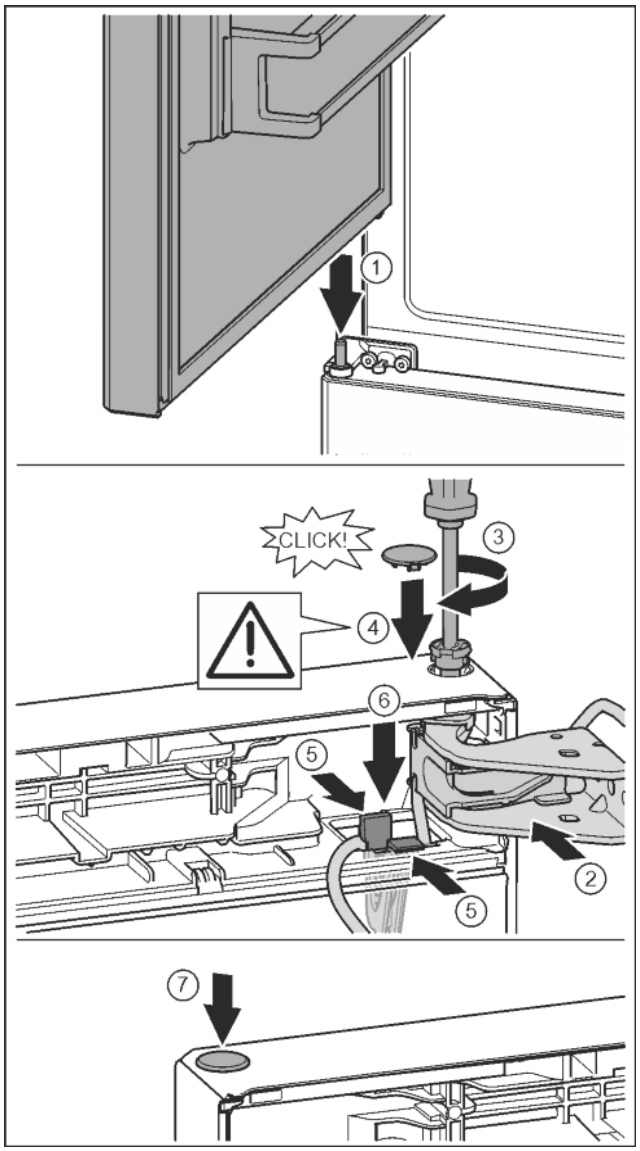

*Fig. 34*
▶ Place the upper door on the middle mounting bolt *Fig. 34 (1)*
▶ Align top of door with aperture in mounting block. *Fig. 34 (2)*
▶ Insert the bolt and tighten with a T15 screwdriver. *Fig. 34 (3)*
▶ Fit protective cover to protect the door: Install the protective cover and check that it is attached to the door. If not, insert the bolt fully. *Fig. 34 (4)*
▶ Insert the holder with its cable into the opening. At the same time, the lug with the longer opening must point forward. *Fig. 34 (5)*
▶ Press the bracket downwards until the lug clicks into place. *Fig. 34 (6)*
▶ Insert the plugs. *Fig. 34 (7)*